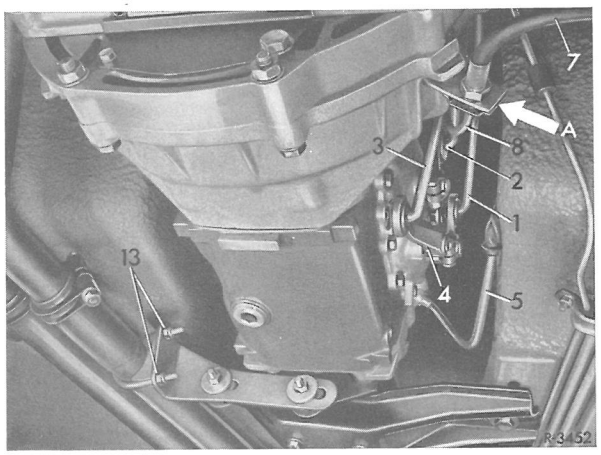

Fig.26-1/15
21 Møtrikkerne (19)til klembøjlen (14)spændes fast(fig.26-1/14 og 15)
22 Kardanakslen skrues sammen med gearkasseflangens kardanskive (3 bolte Mlox1,nøglevidde 15(9) med polystopmøtrikker nøglevidde 17 (fig.26-1/14).
23 Kardanakslens midterleje fastspændes uden forspænding(fig.26-1/7).